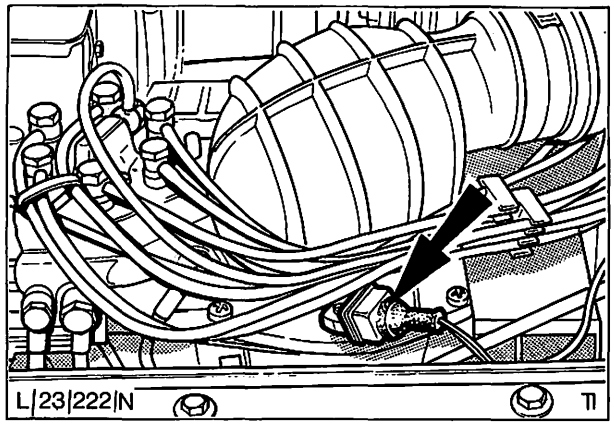

Abb. 70 Stecker des Sicherheitsschalters – Stauscheibe
a) Sicherheitsschalter, Abb. 70